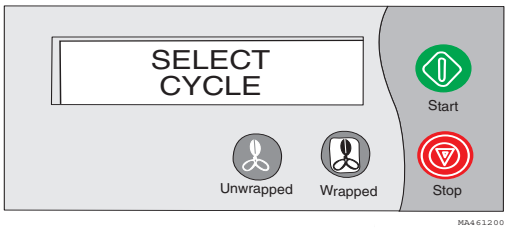

Figure 2-1. Display and Operator Control Pad
2.1 Operational Test (See Figure 2-1)